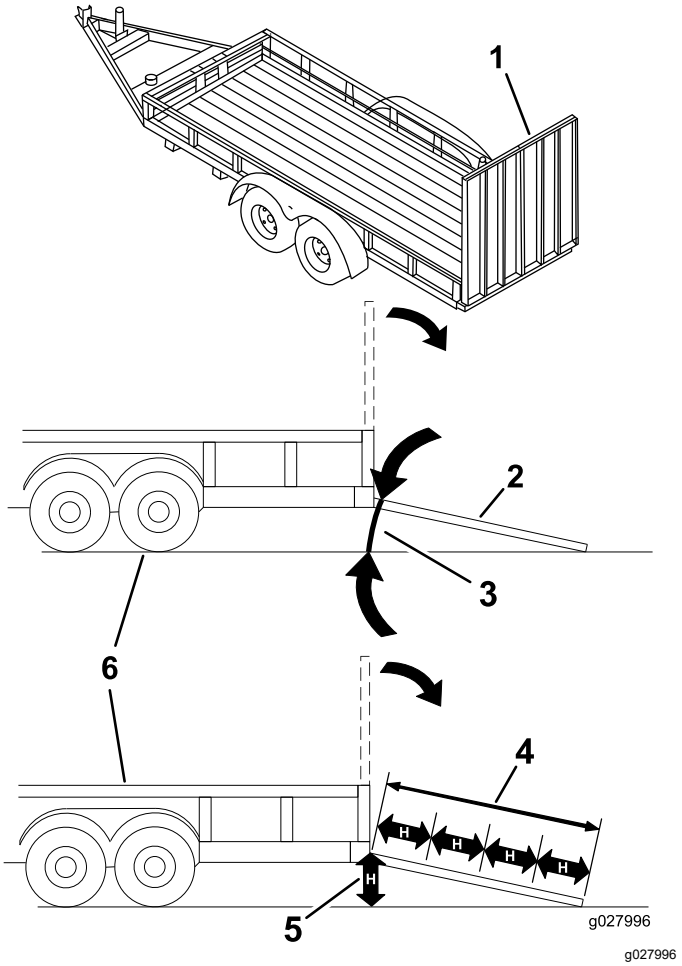

Figur 32
Om man lastar på en maskin på ett släp eller en lastbil ökar risken för att välta, vilket kan orsaka allvarliga personskador och innebära livsfara (Figur 32).
3. Sänk ned rampen och säkerställ att vinkeln mellan rampen och marken inte är större än 15 grader (Figur 32).
1. Sänk ned rampen och säkerställ att vinkeln mellan rampen och marken inte är större än 15 grader (Figur 32).